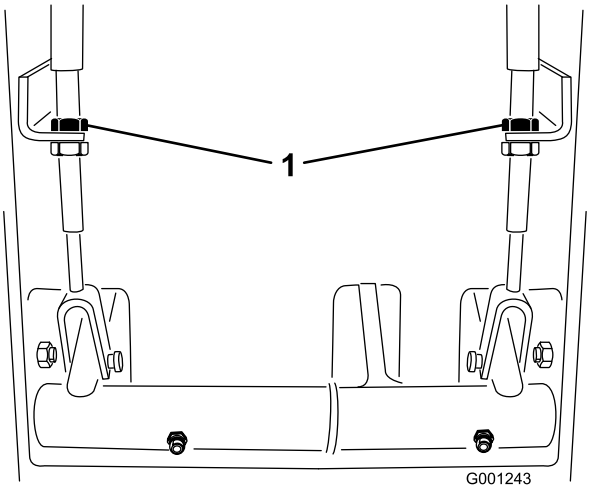

Figur 63
2. Stram bremserne for at reducere bremsepedalernes frie vandring ved at løsne den forreste møtrik på bremsekablets gevindende (Figur 63). Tilspænd derefter den bageste møtrik for at flytte kablet bagud, indtil bremsepedalerne har 13 mm til 25 mm fri vandring.